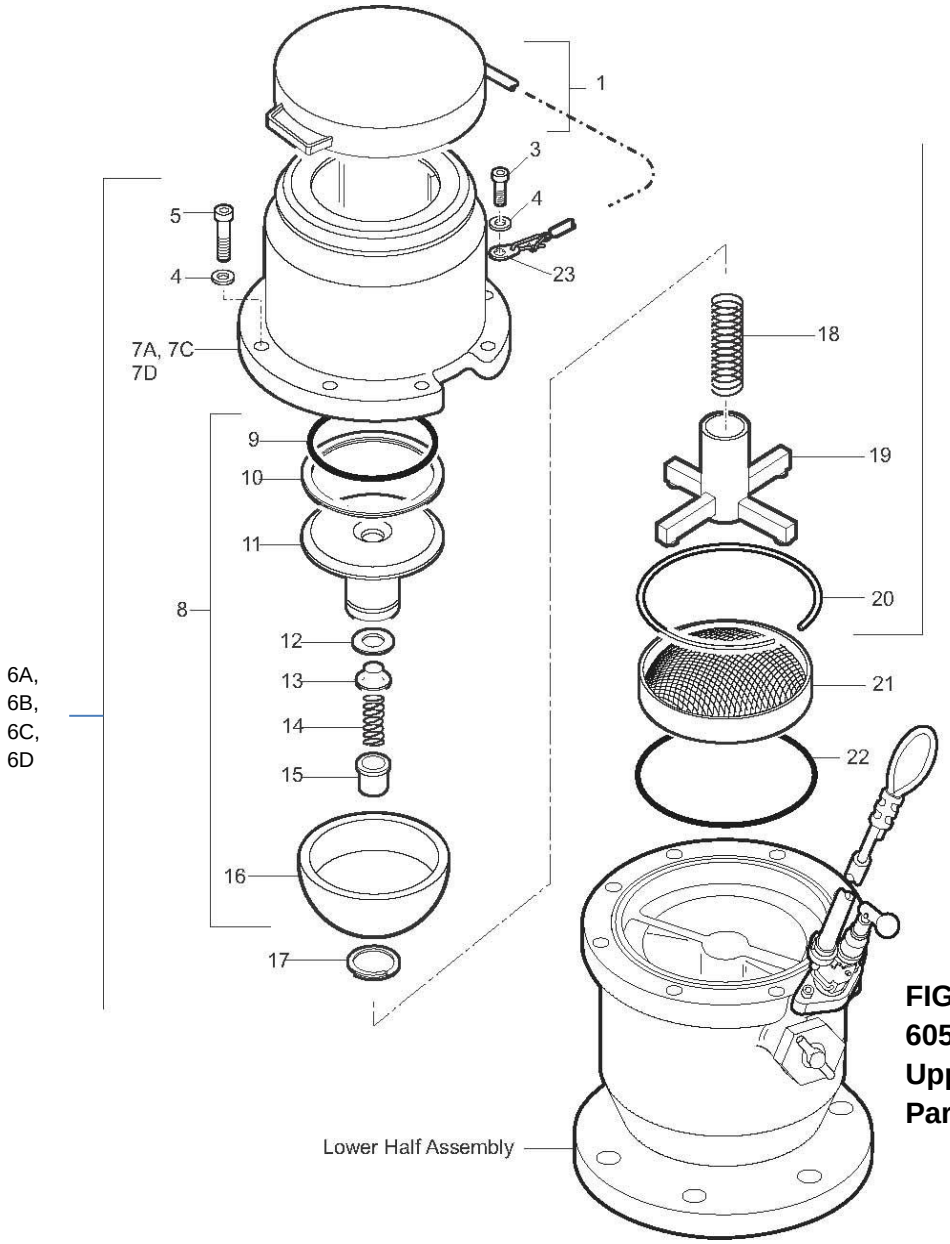

FIGURE 1
61654 4”x6” API Hydrant Valves – Serial Numbers 1289 & subsequent –These hydrants were shipped in accordance with the 3rd Edition of API 1584 and no further action is needed. If you cannot find the serial number the differences between the older and newer valves with two-piece upper halves can be easily identified by its appearance and magnetic properties. The steel parts (the two major parts in the assembly items 11 Poppet and 16 Shroud in Figure 1 on the next page are magnetic and are electroless nickel plated resulting in a bright shiny surface compared to a dull gray color for the aluminum. The flange of the two-piece upper half on valves shipped in accordance to the 2nd Edition will also be different from those that meet the latest requirements. The bolts (item 5) that hold the upper half to the lower half will bear on a flat upper surface for the former units. The bolt holes on the later units are counter-bored in a thicker flange on the units that are in accordance with the latest specification.
Replacement Instructions (item numbers are from the Figure 1).